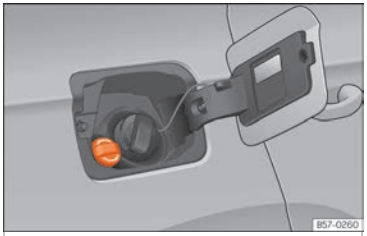

Fig. 182 AdBlue tank cap.
- Open the tank cover ››› Fig. 182.
- Turn the SCR tank cap anti-clockwise ››› Fig. 182.